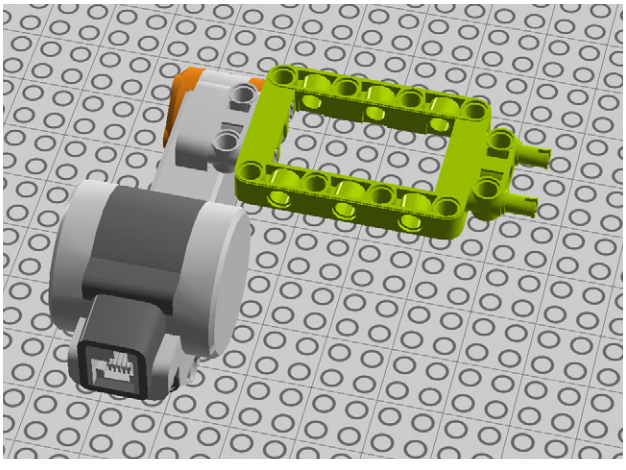

Figure 7-30. *Step 23: Connecting a frame*
23. Connect a 5x7 Technic frame and a 3M beam with pegs as shown in Figure 7-30.